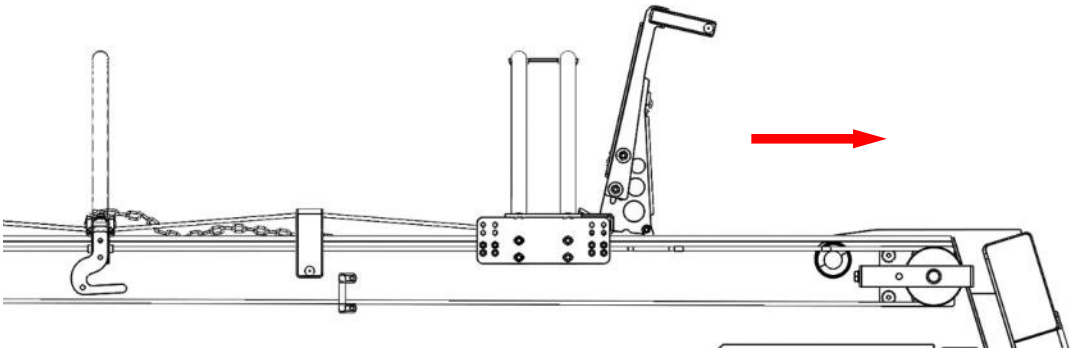

fig. 1
6. Movimentare la copertura (manualmente o elettricamente a seconda del modello) e coprire il cassone (fig. 1).